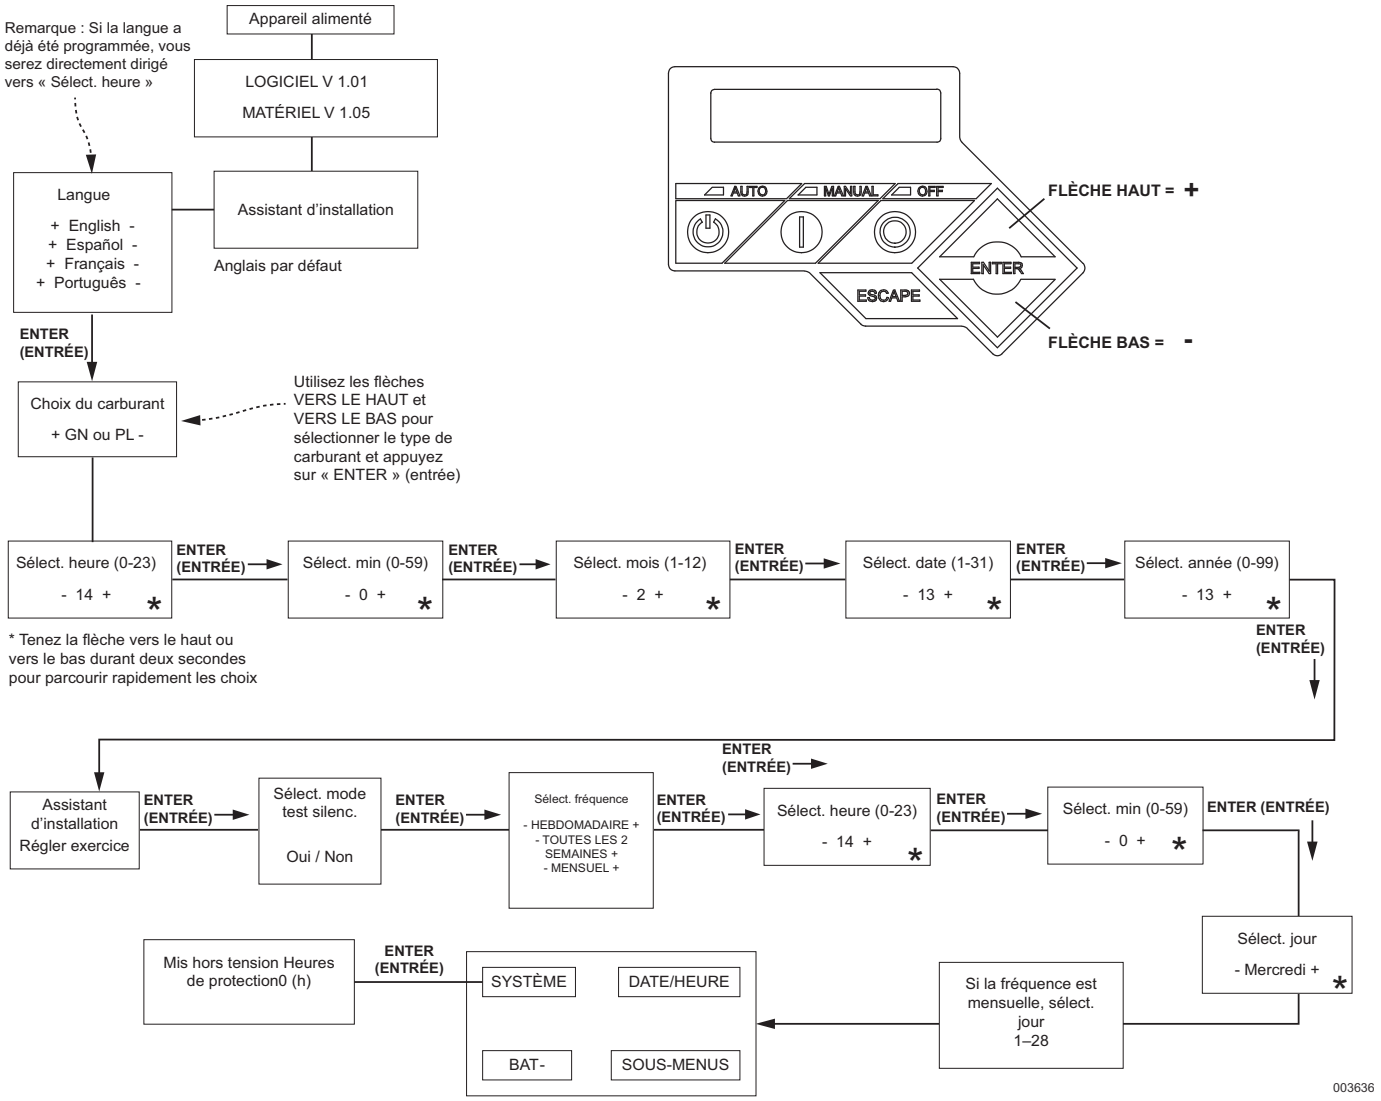

Figure 7-2. Carte du menu de l'assistant d'installation
L'assistant d'installation s'affiche immédiatement au démarrage. Il permet à l'utilisateur de régler les paramètres du générateur. Voir la section *Figure 7-2.*
4. Appliquez la procédure recommandée par l'Assistant d'installation (***Figure 7-2***). Placez le contrôleur en mode AUTO. Laissez l'appareil fonctionner pendant une minute sans aucune charge.